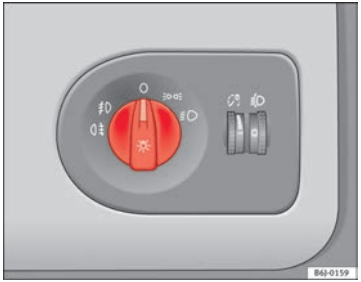

Fig. 56 Detailed view of the dash panel: lights, fog lights and rear fog light switch
– Turn the light switch ⇒ Fig. 56 to position ≋.